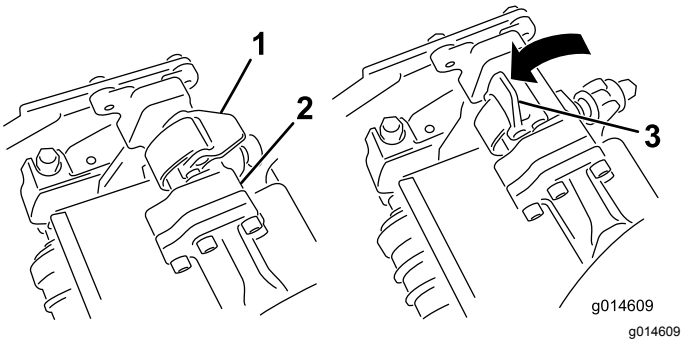
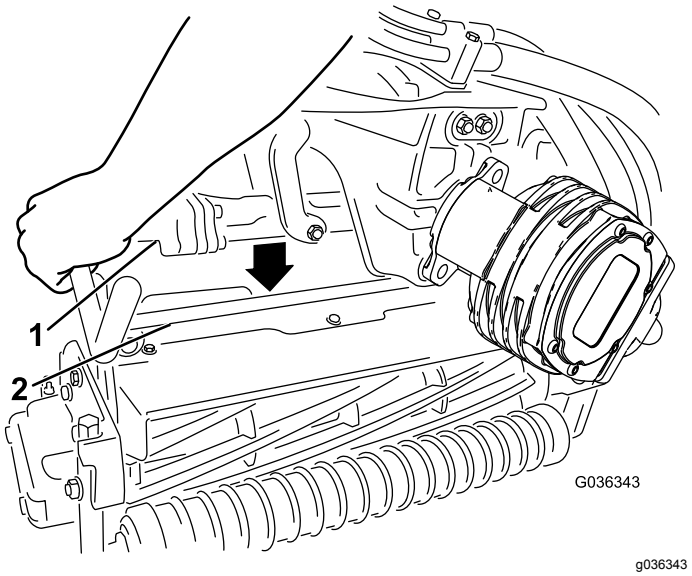

Figur 45
Figur 46
4. Åpne låsene på hjulopphengsarmbøylen slik at de peker opp (dvs. at de er åpne) (Figur 45), og trykk hjulopphengsarmen ned så bøylen ligger over klippeenhetens bøyle (Figur 46).
5. Skyv låsene ned og rundt klippeenhetsbøylen og lås dem slik at de sitter på plass (Figur 45).
5. Åpne låsene på hjulopphengsarmbøylen til klippeenheten du skal fjerne (Figur 45).